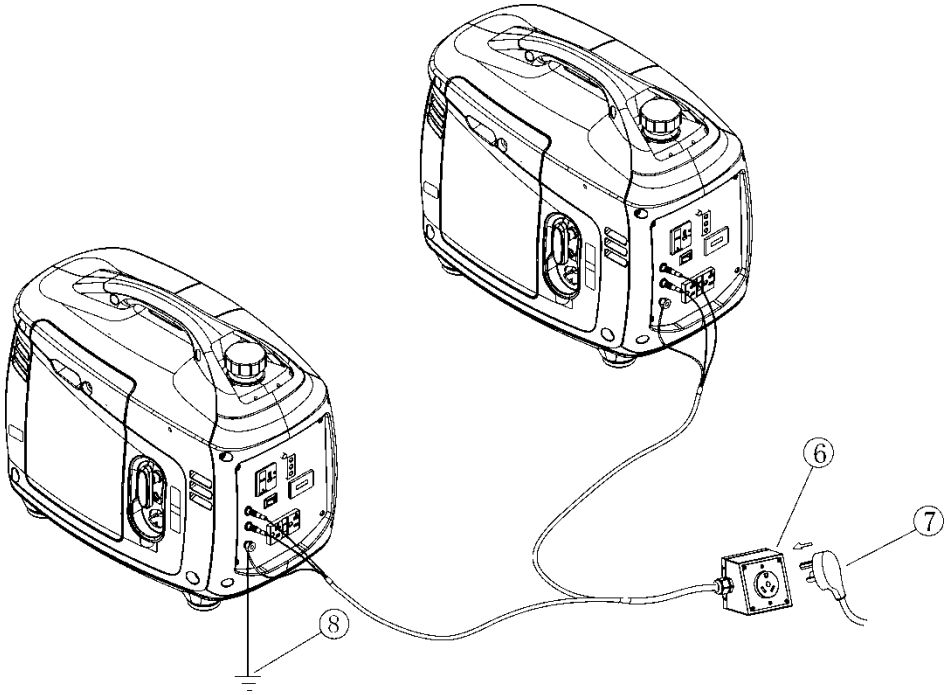

Figure 4
5. Insert the electrical equipment plug ⑦ into the parallel cable receptacle ⑥ and turn the power switch of the electrical equipment to the on position. (See figure 4）